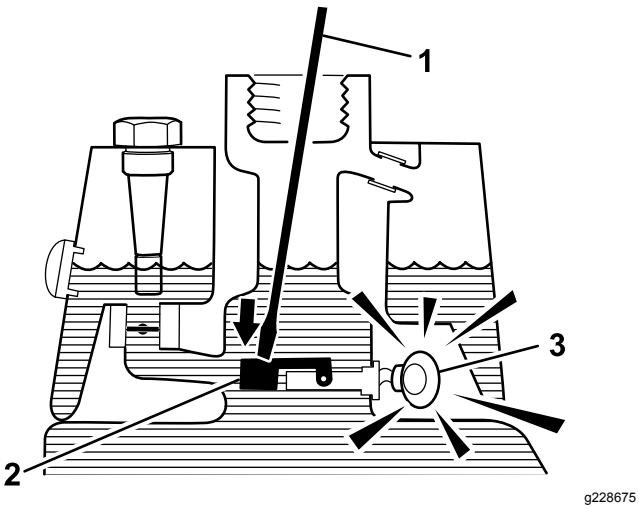

Figura 60
3. Introduzca una varilla o un destornillador limpio en el cuello del depósito y empuje hacia abajo, con cuidado, el flotador del sensor (Figura 60); debe sonar la alarma después de la demora de un segundo.